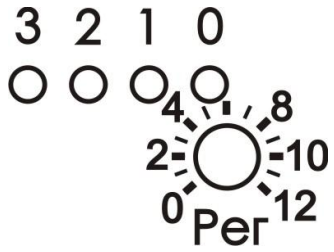

Рис. 11.1
11.3.1 Установить регулятор «Рег» в положение «0» (см. рис.11.1).